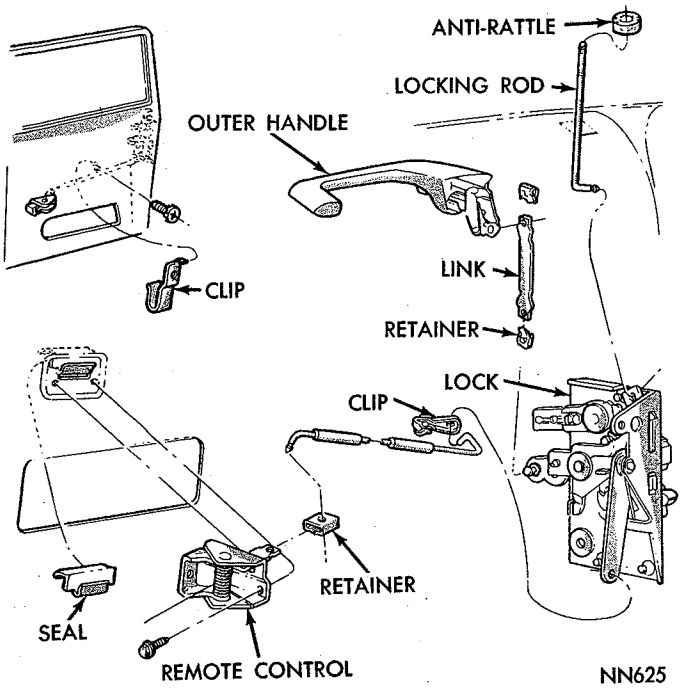
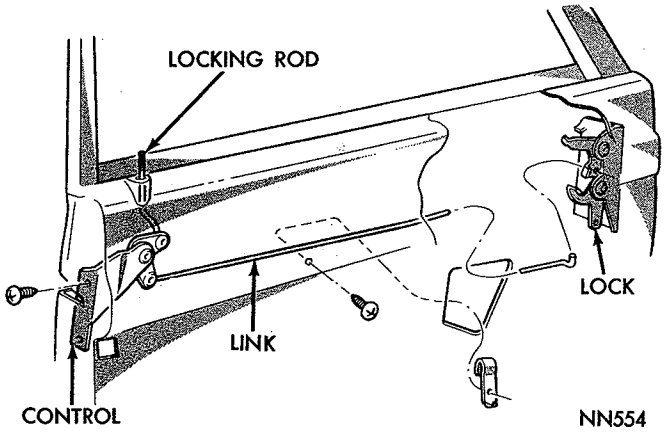

*Fig. 41—Front Door Locking Mechanism—Fury*
*Fig. 47—Rear Door Locking Control—Valiant*
(1) Raise door glass.
(2) Remove screws attaching remote control base to door panel (Figs. 41, 42, 43, 44, 45 and 46).
(1) Disconnect handle to lock link (Figs. 41, 42, 43, 44, 45 and 46) from lock by pulling link outward at lock.
(2) Disconnect locking lever rod (front door only) from lock assembly.
(3) Disconnect lock control rod from lock assembly (Figs. 47 and 48).
(4) Remove screws attaching lock assembly to door.
(5) Rotate lock assembly and disconnect remote control link when removing lock.
(6) Lubricate all moving points of lock assembly.